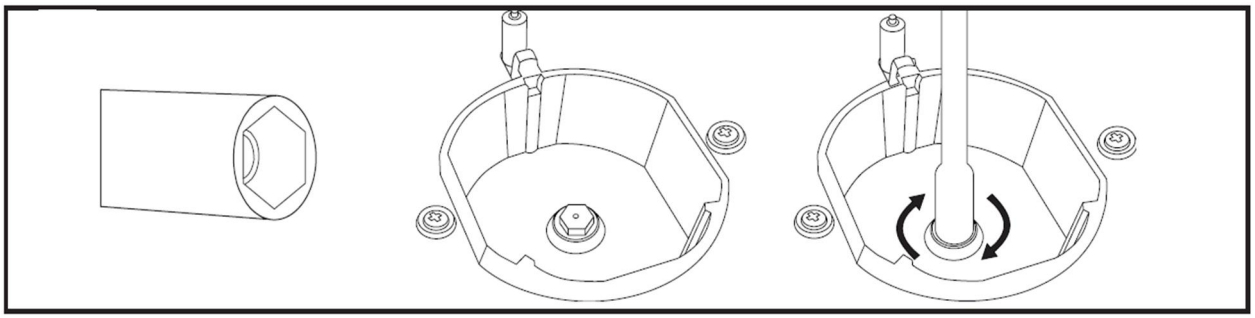

Рис. 1 Рис. 2 Рис. 3
3. Для замены жиклеров используйте ключ-шестигранник (Рис. 1).